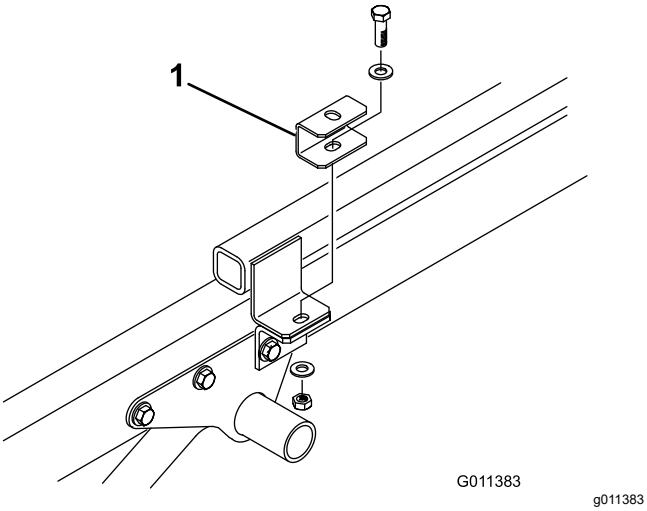

**Figuur 7**
4. Bevestig een tussenring bovenaan de lippen van het trekhaakframe; gebruik de inbusbout, 2 platte ringen en borgmoer die u eerder verwijderd hebt (Figuur 7).
6. Plaats de machine op het frame van het Workman voertuig. Let erop dat de openingen in de achterste montagebeugels op een lijn staan met de openingen in de zijkanten van het frame (Figuur 7).